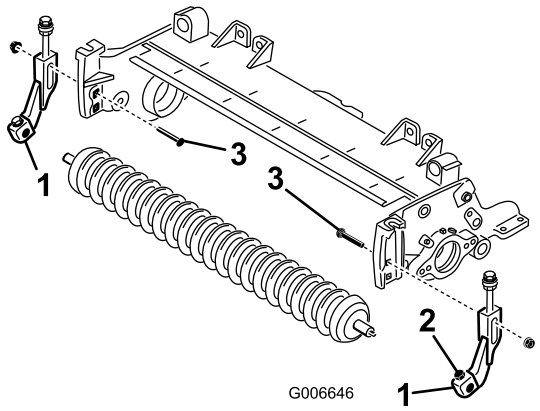

Figura 6
11. Centre el rodillo entre los soportes de ajuste de la altura de corte y sujételo a los soportes con los tornillos de caperuza y las contratuercas (Figura 6).